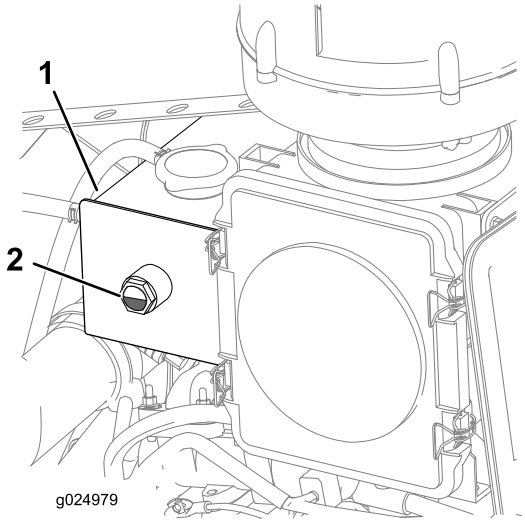

Рисунок 26
4. Проверьте уровень охлаждающей жидкости в баке (Рисунок 26).
Примечание: Убедитесь в том, что уровень охлаждающей жидкости составляет от 1/4 до 3/4 диапазона шкалы указателя (Рисунок 26).